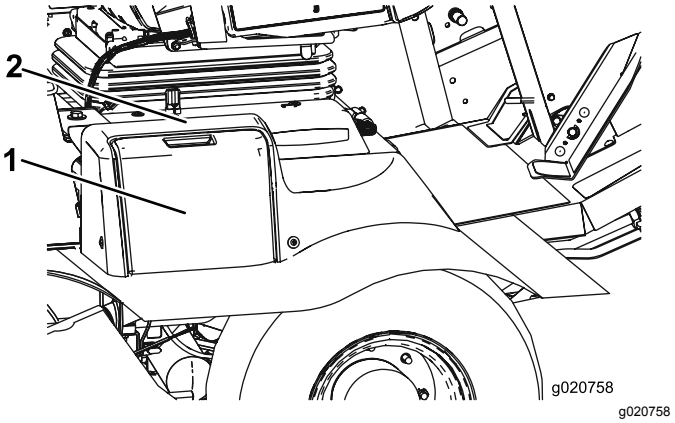

Figuur 80
1. Open het accudeksel (Figuur 80) aan de zijkant van het scherm.
Opmerking: Druk op het vlakke deel boven het accudeksel om het deksel gemakkelijker te kunnen wegnemen (Figuur 80).